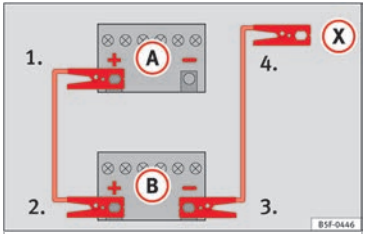

Fig. 67 Diagram of connections for vehicles without Start Stop system
2. Connect one end of the *red* jump lead to the positive (+) terminal of the vehicle with the flat battery (A) »» **Fig. 67**.
3. Connect the other end of the *red* jump lead to the positive terminal (+) in the vehicle providing assistance (B).
4. *For vehicles without Start-Stop system:* connect one end of the *black* jump lead to the negative terminal (–) of the vehicle providing the current (B) »» **Fig. 67**.